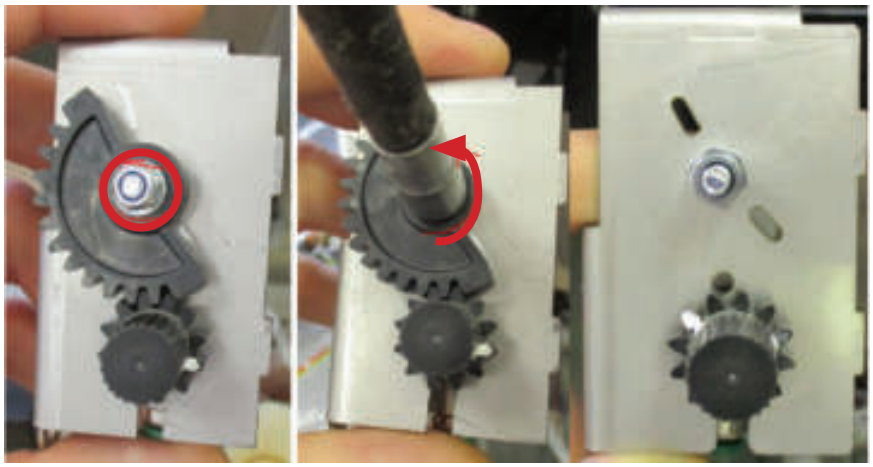

Рисунок 4.15
4. Открутите гайку крепления зубчатого сектора (рис.4.15).